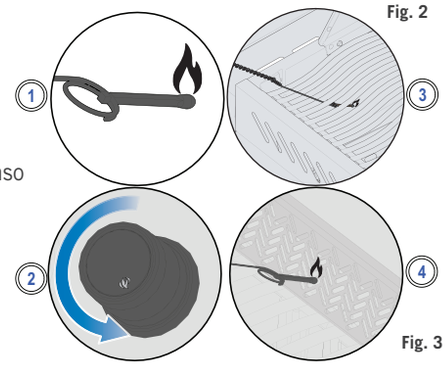

Fig. 3
3. Ruotare nel contempo la manopola del bruciatore corrispondente verso l'alto. (Fig. 3)